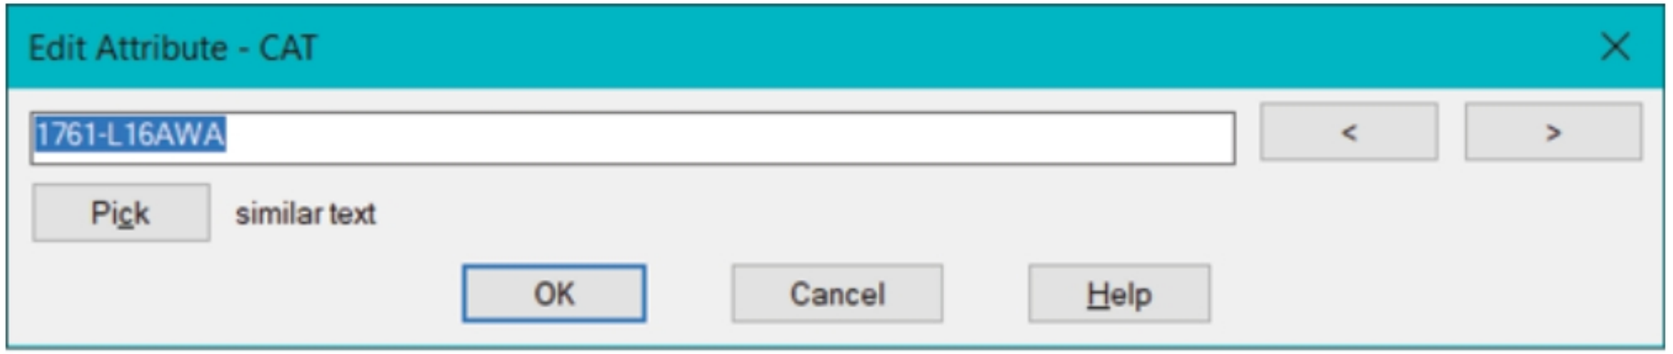

Figure-45. Edit Attribute dialog box
- Select desired attribute from the drawing area. The **Edit Attribute** dialog box will be displayed; refer to Figure-45.